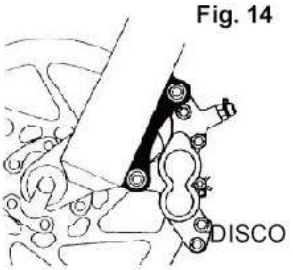
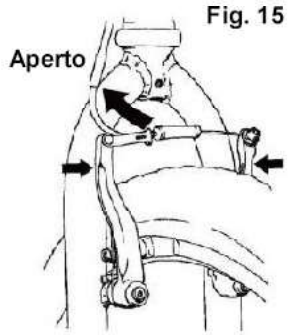

Fig. 14
Fig. 15
3. **Alcuni freni per bicicletta, come i freni a disco (fig. 14) e i freni a V (fig. 15), sono estremamente potenti. Assicurarsi di familiarizzare con questi freni e utilizzarli con particolare cura.**
La maggior parte dei freni a pattino presentano una sorta di meccanismo a sgancio rapido per consentire alle ganasce di liberare lo pneumatico durante lo smontaggio e l'installazione di una ruota. Quando il meccanismo di sgancio rapido del freno si trova in posizione aperta, i freni non funzionano. Chiedere al proprio rivenditore di assicurarsi di illustrare chiaramente come funziona il meccanismo a sgancio rapido dei freni della bicicletta (fig. 14, 15, 16, 17 e 18) e controllare sempre che entrambi i freni funzionino in maniera corretta prima di montare sulla bicicletta.